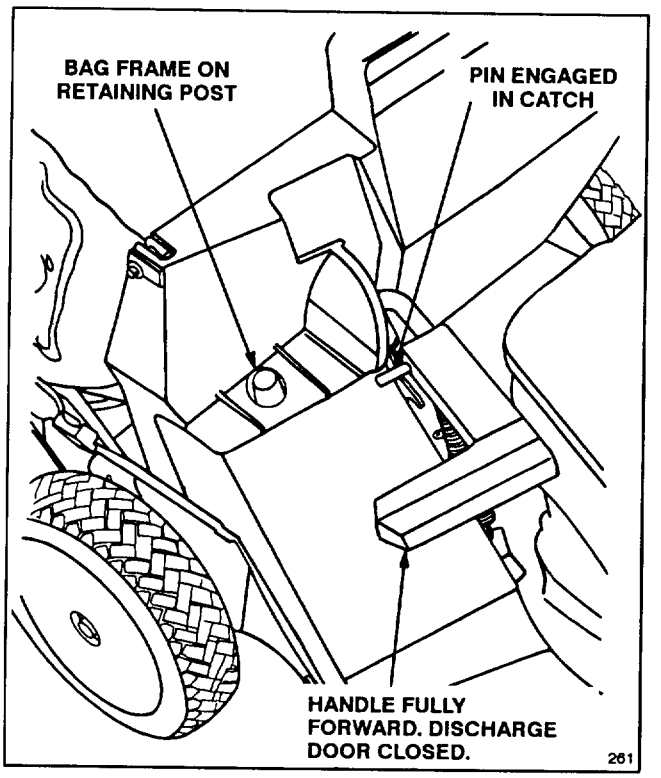

Figure 15
2. Ensure discharge door handle is fully forward and pin is engaged in catch (Fig. 15).
3. INSTALLING BAG—Slide hole in bag frame onto retaining post on discharge tunnel (Fig. 15). Set rear of bag frame onto support rod.
5. EMPTYING BAG—Stop engine and wait for all moving parts to stop. Raise discharge door handle and move it forward to engage the locking pin with catch (Fig. 15). Grasp handles at front and rear of bag and lift bag off mower. Gradually tip bag forward to empty clippings.